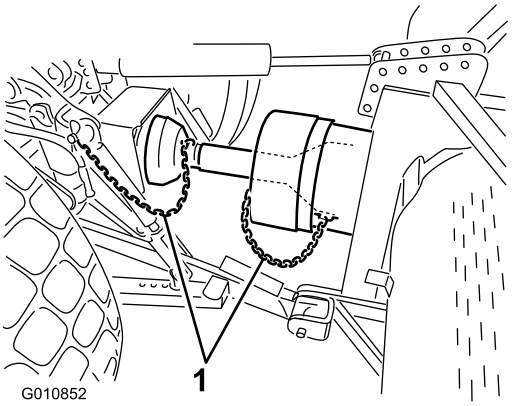

Rysunek 22
6. Podłącz łańcuchy osłony bezpieczeństwa do osłony wałka sprzęgającego oraz wsporników traktora (Rysunek 22). Upewnij się, że łańcuchy nie są napięte po uniesieniu i opuszczeniu aeratora.